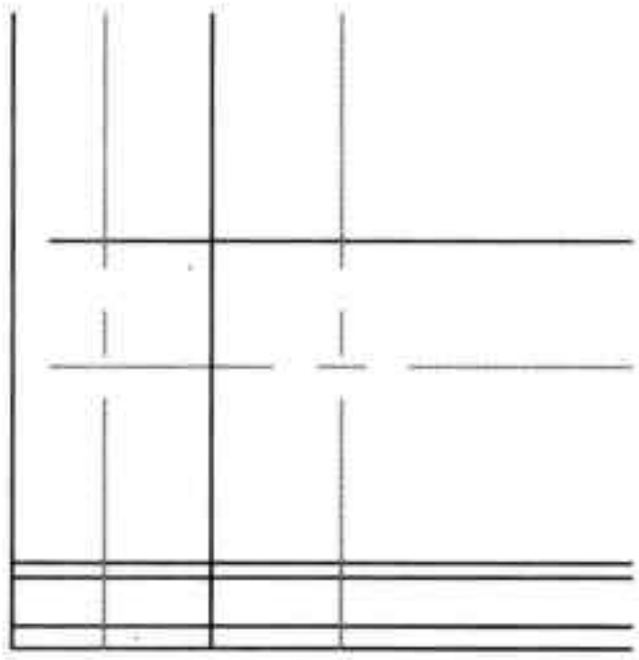

图21-61 更换图层
Step 20 将偏移距离为 12.5 的线段设置在“中心线”图层上，如图 21-61 所示。